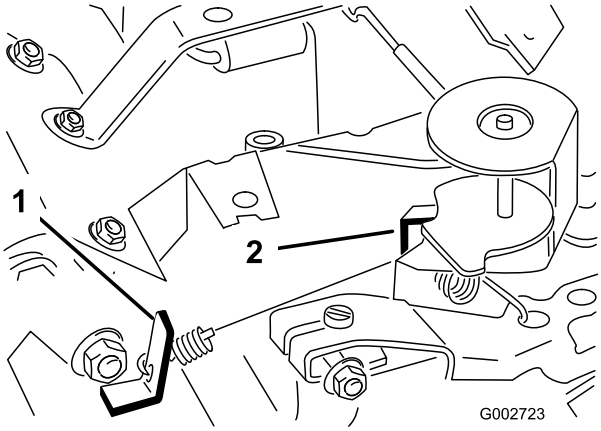

Figur 38
3. Böj förankringsbrickan till varvtalshållarfjädern (Figur 38) tills en tomgångshastighet på 1 725 ± 50 RPM uppnås. Kontrollera hastigheten med en varvräknare.
5. Flytta gasreglaget till det snabba läget. Böj förankringsbrickan till fjädern för hög hastighet (Figur 38) tills en höghastighet på 3 400 ± 50 RPM uppnås.